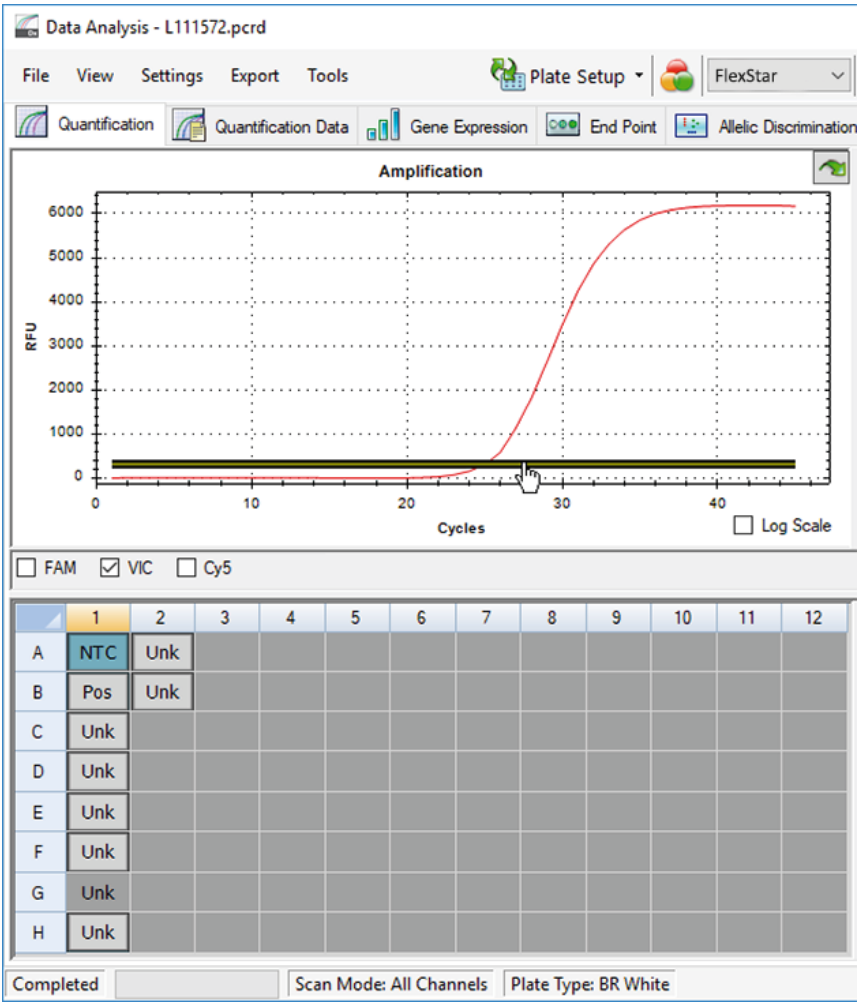

Figura 9: Ejemplo de ventana Data Analysis (análisis de datos): configuración del umbral VIC™
2. En la parte izquierda de la ventana Data Analysis (análisis de datos) marque únicamente la casilla de verificación **VIC™** para el canal de detección del IC (consulte la figura 9).
3. Seleccione únicamente el pocillo de NTC en la vista de placa de la ventana Data Analysis (análisis de datos) (consulte la figura 9).
4. Arrastre el umbral hasta el área exponencial de la señal de NTC (consulte la figura 9).